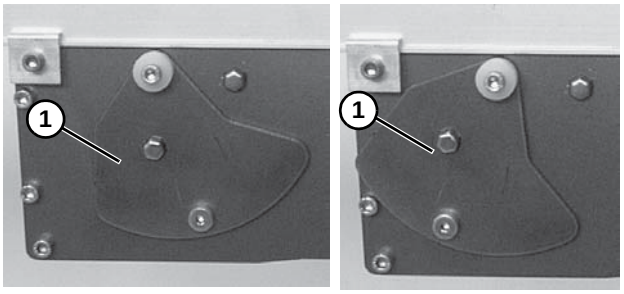

Figure 37
For a new belt, the tension plate **(Figure 37, item 1)** will be in position indicated below left. When the tension plate extends to position indicated below right, the conveyor belt must be replaced.